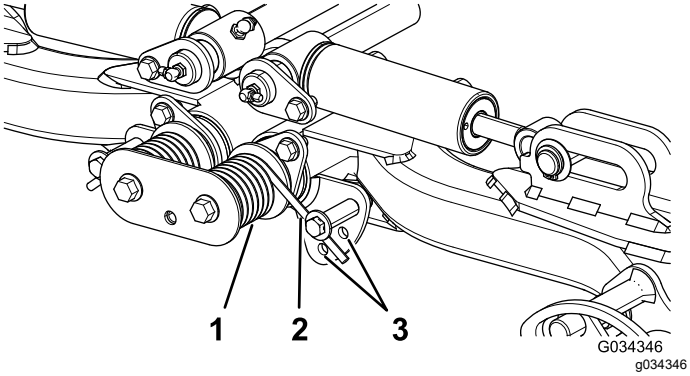

Figur 38
2. Sæt et rør eller lignende ind i den lange fjederende for at slække fjederspændingen under justering (Figur 38).
3. Fjern bolten og låsemøtrikken, som fastgør fjederaktuatoren til beslaget, mens fjederspændingen slækkes (Figur 38).